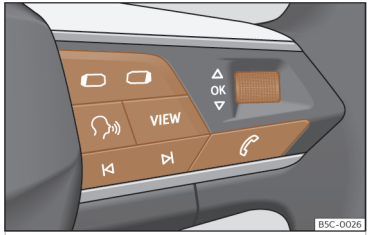

Fig. 11 Lado derecho del volante multifunción: teclas para utilizar los menús y las indicaciones informativas del cuadro de instrumentos (según versiones).
Mientras haya una advertencia con prioridad 1 >>> pág. 24, no se podrá acceder a ningún menú. Algunas advertencias se pueden confirmar y ocultar con la tecla OK del volante multifunción >>> fig. 11.
- Si se muestra un mensaje o el pictograma de un vehículo, pulse la tecla OK >>> fig. 11; si es necesario, varias veces.